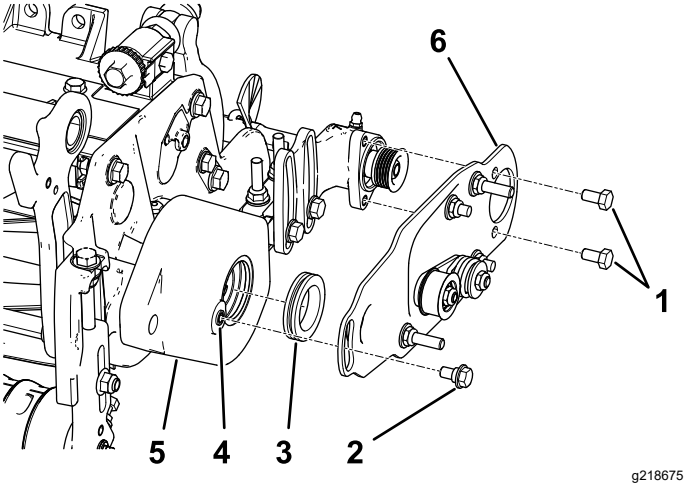

**Рисунок 12**
2. Нанесите слой консистентной смазки по внутреннему диаметру втулки в корпусе щетки катка (Рисунок 12).
3. Установите поворотную пластину левой или правой щетки катка (Рисунок 12).
**Примечание:** Убедитесь, что узел натяжного шкива установлен в нижней части, как показано на Рисунок 12.
4. Нанесите стопорящий состав для резьбы на два болта (5/16 x 1/2 дюйма) и используйте эти болты для установки пластины щетки на корпус подшипника щетки катка (Рисунок 12).
5. Удалите любые остатки краски с резьбы корпуса щетки катка, используя метчик на 5/16–18, прежде чем заворачивать болт с буртиком (Рисунок 12).
6. Нанесите стопорящий состав для резьбы на болт с буртиком (Рисунок 12).
7. Прикрепите пластину щетки к корпусу щетки катка с помощью болта с буртиком (Рисунок 12).